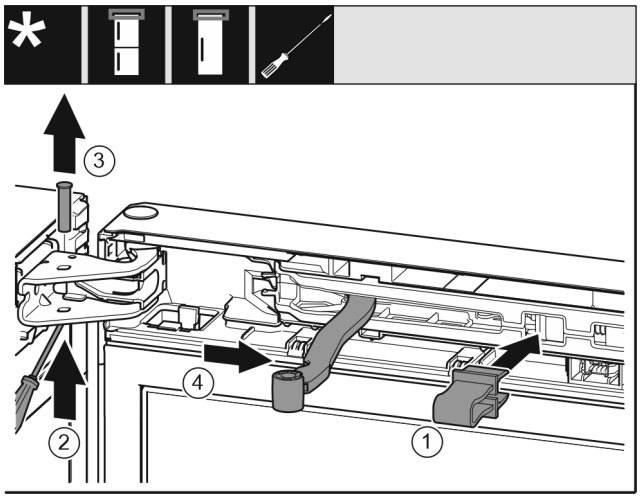

Fig. 9
▶ Sicherung in Öffnung einrasten. *Fig. 9 (1)*
▶ Bolzen mit Schraubendreher herausschieben. *Fig. 9 (2)*
▶ Bolzen nach oben herausnehmen. *Fig. 9 (3)*
▶ Gelenk in Richtung Tür drehen. *Fig. 9 (4)*